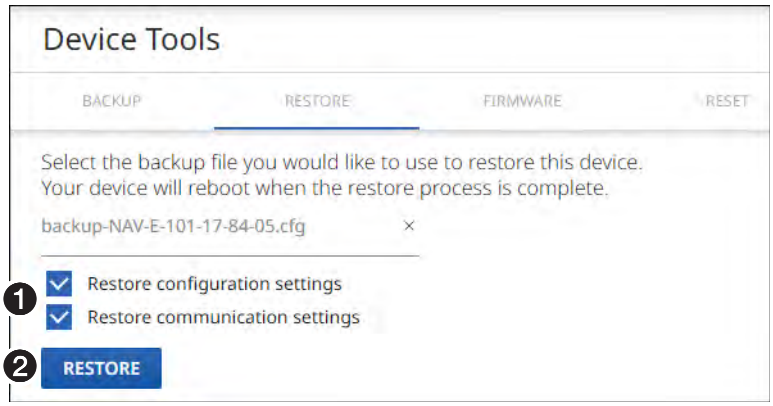

Figure 43. Tools — Restore Function, Steps 5 and 6
4. Click **`Open`** (❷). The `Tools` page returns to the top (see **figure 43**).
5. Select (click) the settings to restore (**`Configuration`**, **`Communication`**, or both; see figure 43, ❶).